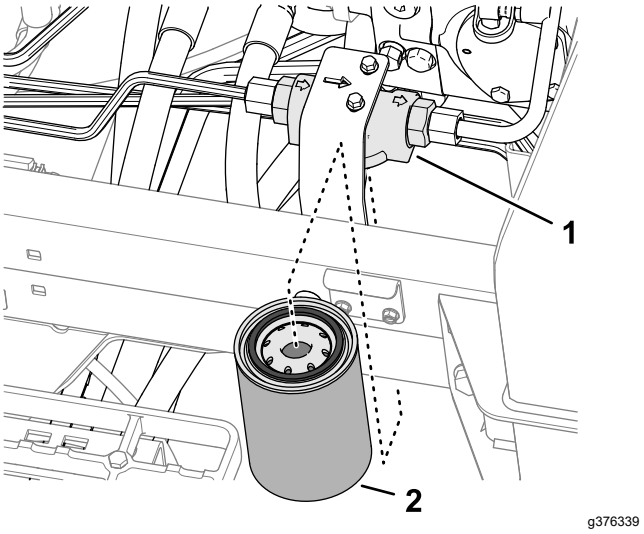

**Figuur 117**
3. Plaats een opvangbak onder het laadfilter aan de linkerkant van de machine (Figuur 117).